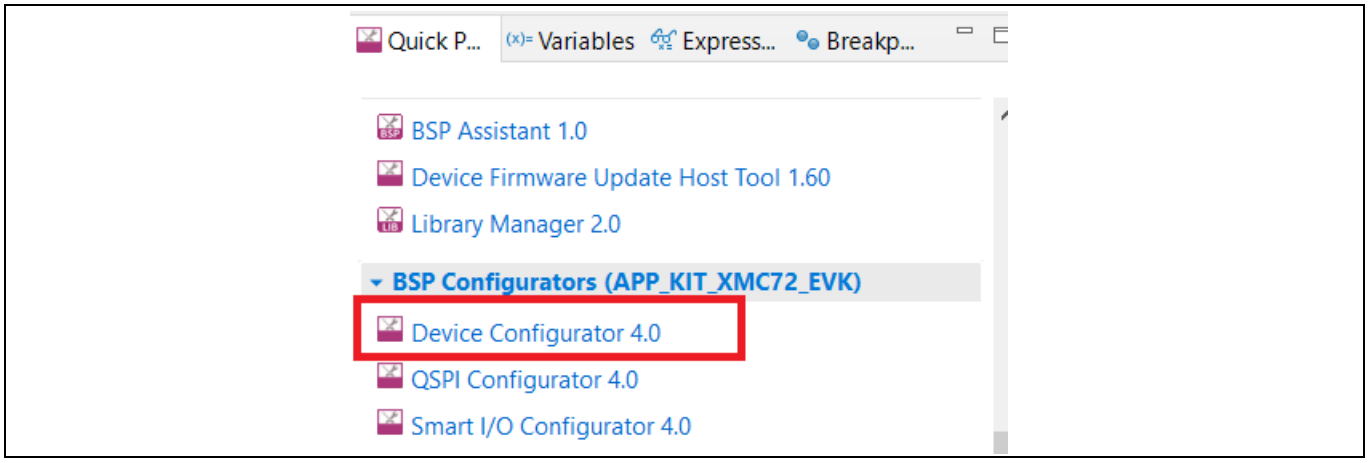

**Figure 27 Device Configuartor in ModusToolbox™**
1. Double-click the Device Configurator on the left Quick Panel as shown in Figure 27 or you can also double-click *design.modus* file to open the Device Configurator in your project, *\bsps\TARGET_APP_KIT_XMC72_EVK\config\design.modus*)